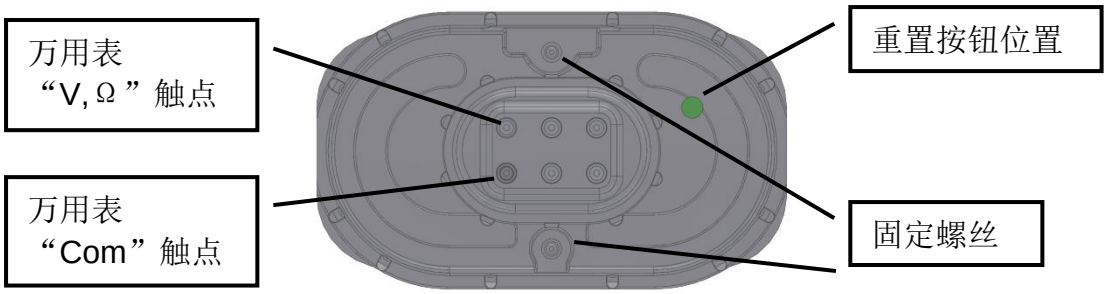
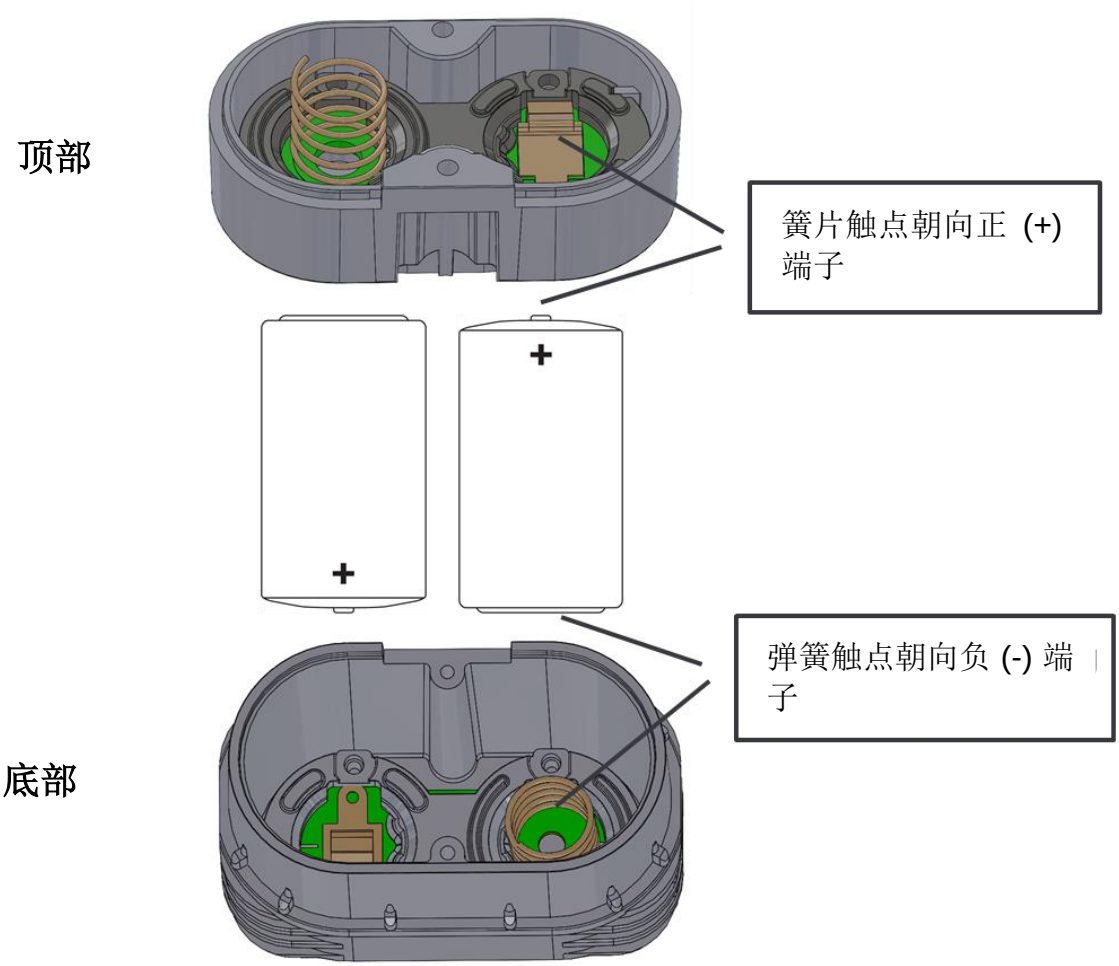

图 5-2：电池组底部视图。万用表的正确连接。
图 5-3：电池组顶部和底部
- 松开两个电池组安装螺钉（梅花螺丝刀 T10），请见图 5-2。请注意，弹簧弹力很大，因此在拧开时，应握牢电池组。
- 将两个电池放在电池组中，簧片触点朝向正 (+) 端子，弹簧触点朝向负 (-) 端子，请见图 5-3。
- 按下电池组上的按钮，请见图 5-2（该按钮位于电池组上一个孔的后方，可通过笔尖按下）。这将通知气体检测仪新电池已就位，并重置电量计数器。请注意，只有 3.0 或更高版本固件的气体检测仪才能识别此按钮操作。如果有关检测仪包含较旧的固件版本，或者您不确定检测仪的固件版本，请联系 GasSecure。
通过将万用表连接到端子来测量电池组的电压，如 图 5-2 所示。额定电压为 +7.2 V。不允许电压低于 +7.0 V 及高于 +7.8 V。检查电池方向是否正确（请见图 5-3），以及测量电压是否超出允许的范围。